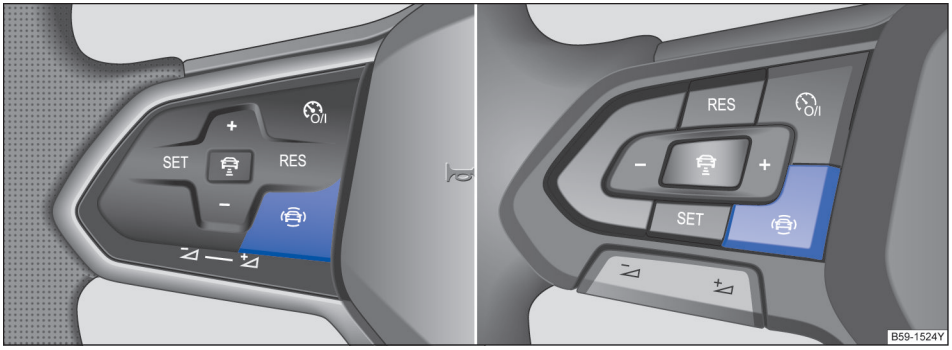
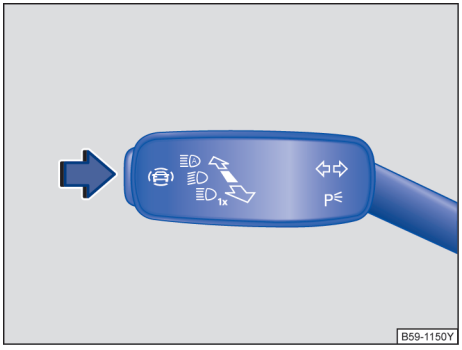

图 21 多功能方向盘左侧的驾驶辅助系统操作按钮
图 22 变道转向灯/远光操纵杆：驾驶辅助系统操作按钮
对于带全旅程智能驾驶辅助系统（Travel Assist）功能的车辆，驾驶辅助系统操作按钮在变道转向灯/远光操纵杆上→ 图 22。
对于不带全旅程智能驾驶辅助系统（Travel Assist）功能的车辆，驾驶辅助系统操作按钮在方向盘上→ 图 21。
用变道转向灯/远光操纵杆→ 图 22 或按压多功能方向盘上的按钮→ 图 21 可打开和关闭**驾驶辅助系统**菜单里的驾驶员辅助系统→ 第 145 页。
– 按图示箭头方向按压按钮→ 图 22 或按压多功能方向盘上的按钮→ 图 21 打开**驾驶辅助系统**菜单。